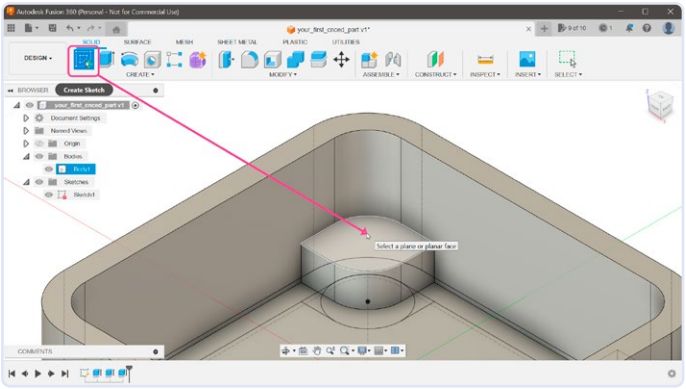

Figuur 13. Het gat in de steun.
13. Het zou mooi zijn als er schroefgaten in die steunen zaten. We hebben de positie van deze gaten al (de middelpunten van de cirkels), maar die hebben de verkeerde Z-positie. De punten bevinden zich aan de onderkant van de behuizing, maar we moeten ze aan de bovenkant van de steunen hebben. Om die punten te verplaatsen, maken we een nieuwe sketch; we selecteren daarom de knop *Create Sketch*; voor de positie van deze sketch klikken we op het bovenste vlak van een van de steunen (**figuur 13**).